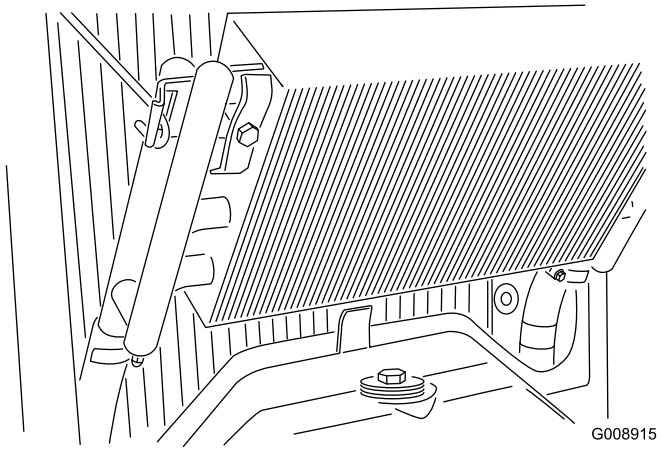

Figuur 51
3. Maak de oliekoeler los en kantel deze naar achteren (Figuur 51). Reinig beide zijden van de oliekoeler en de omgeving van de radiateur grondig met water of perslucht. Kantel de oliekoeler weer in positie.